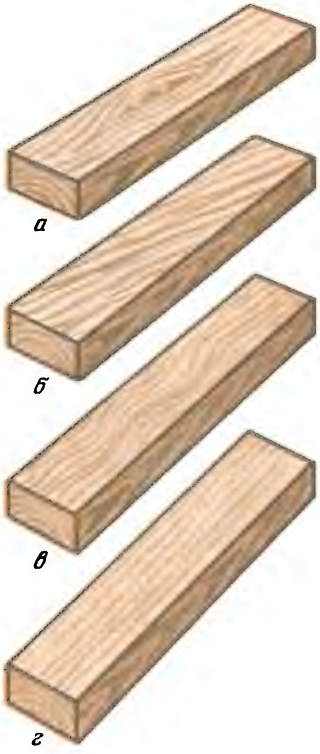

Рисунок 107. Заготовки с различным расположением волокон.
3. Посмотрите на рисунок 107. Какие заготовки подходят для изготовления круглой палочки, а какие не подходят? Почему?